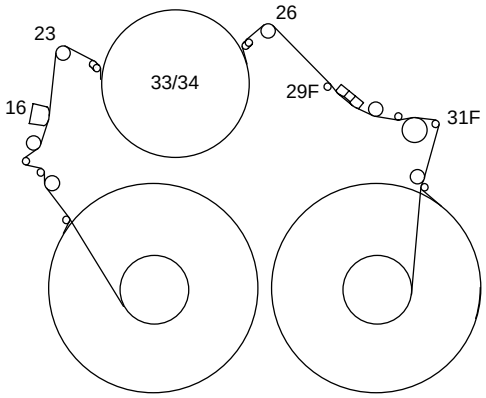

Fig. 22
– Umlenkrolle des linken (Pos. 23, Fig. 22) und rechten (Pos. 26, Fig. 22) Fädelschlittens mit dem Einstellschraubendreher so einstellen, daß die Amplitude der FM-Pakete maximal und geradlinig ist.
– Adjust the reverse roller of the left (Pos. 23, Fig. 22) and right (Pos. 26, Fig. 22) threading roller unit to obtain the maximum amplitude of the FM-packages with straight-lined envelope.
– Mit dem Tentelometer den Bandzug zwischen Hauptlöschkopf (Fig. 22, Pos. 16) und der Umlenkrolle (Fig. 22, Pos. 23) messen (dazu den Hauptlöschkopf nach links drücken).